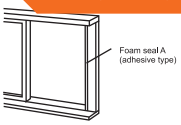

Fig.12
1. Corte el sello de espuma (tipo adhesivo) a la longitud apropiada y sujételo al marco de la ventana. Ver Fig.12.